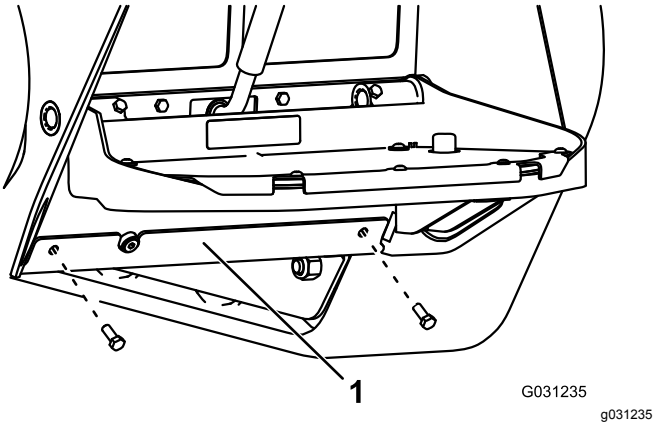

Figuur 64
3. Verwijder de 2 bouten waarmee de onderste plaat is bevestigd en verwijder de onderste plaat (Figuur 64).
7. Plaats de onderste plaat (Figuur 64).